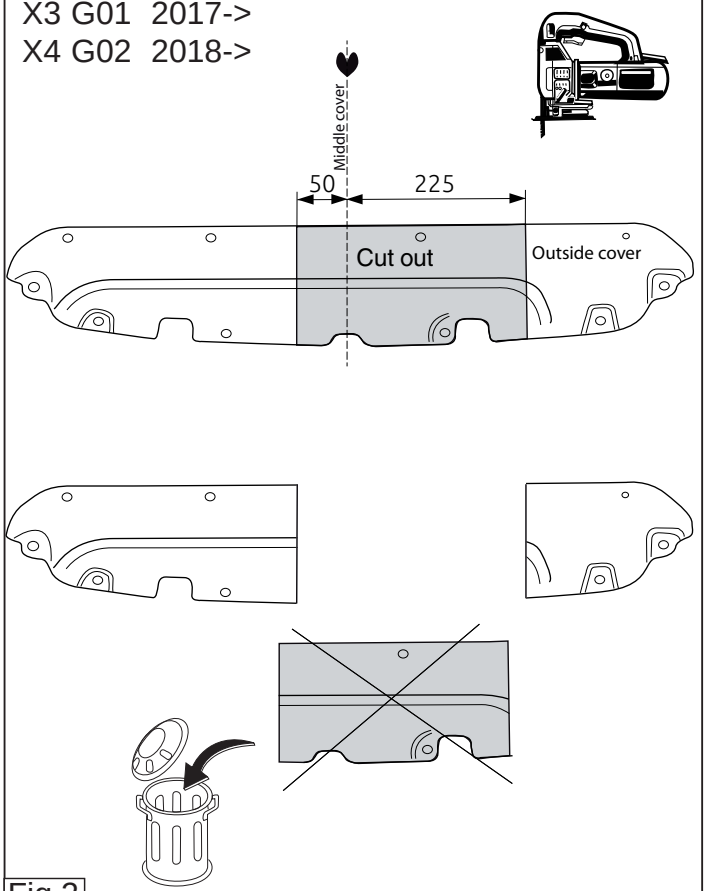

Fig.2
7. Выпилить обозначенные части, как указано на рис. 2,3 и 4.